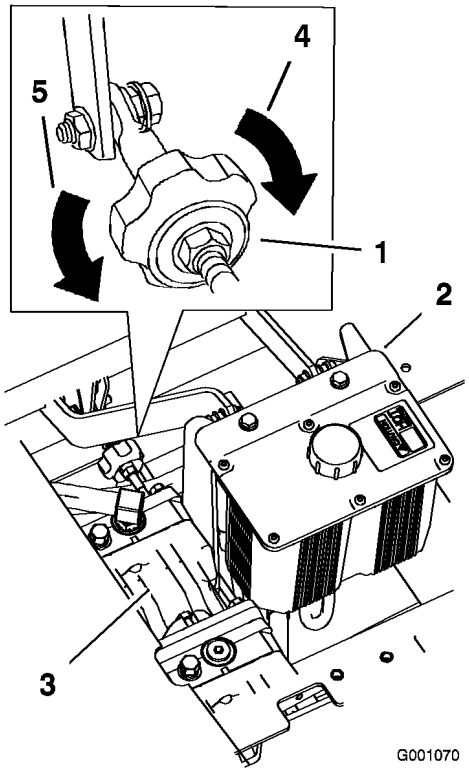

Figur 48
4. For å få maskinen til å gå til høyre, drei knotten mot høyre side av maskinen. Se Figur 48.
5. For å få maskinen til å gå til venstre, drei knotten mot venstre side av maskinen. Se Figur 48.